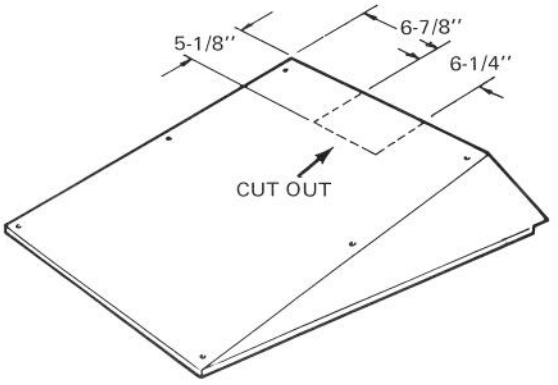

Figure 2
2. Remove the rear fenders. Either purchase new fenders (Part Nos. 21-5480 and 21-5490) or cut out a portion of the fenders according to the dimensions in Figure 2.